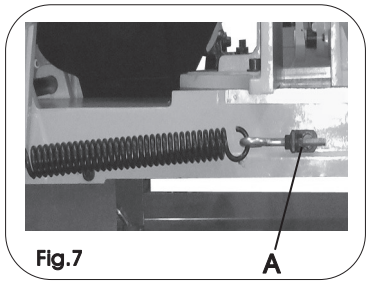

Fig.7
5.If it doesn't then adjust the tension nut (Fig.7,A) until it reaches between 5-6kgs.